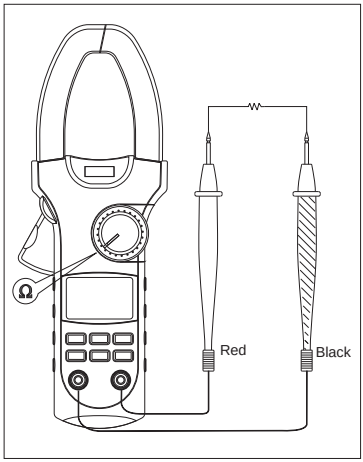

Figure 4
**B. Measuring Resistance** (see figure 4)